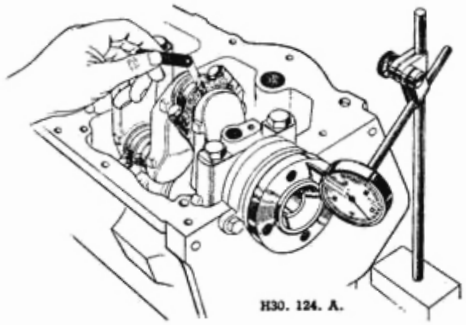

Fig. A.34.
(1) Drain the oil, remove the engine from the vehicle (see Section A.7) and place it upside down in a dismantling fixture.
(2) Remove the sump and oil strainer (see Section A.3).
(3) Remove the timing chain (see Section A.27).
(4) Remove the engine front mounting plate (see Section A.28).
(5) Remove the flywheel and engine rear plate (see Section A.29).
(6) Check the crankshaft end float to determine whether the renewal of the thrust washers is necessary, Fig. A.34.
(7) Remove the connecting rod bearing caps and shells, keeping the shells with their respective caps for correct replacement, and remove the connecting rods and pistons. Remove the sparking plugs from the cylinder head to facilitate the turning of the crankshaft.
(8) Withdraw the main bearing caps complete with the bearing bottom half shells. Caps and both bearing half shells should be kept together. Remove the screwed plug from the rear bearing cap oil return pipe and withdraw the pipe. Note that each main bearing cap is stamped with a number, which is also stamped on the web of the crankcase near the bearing cap. The bottom halves of the two thrust washers will be removed with the centre bearing cap.
(9) Remove the crankshaft, the two remaining halves of the thrust washers and the top half shells of the main bearings from the crankcase.
(10) Inspect the crankshaft main journals and crankpins for scoring and ovality. If necessary the crankshaft may be re-ground to the minimum limits shown under **'GENERAL DATA'**. Main bearings for re-ground crankshafts are available in sizes shown under **'GENERAL DATA'**.
(11) Clean the crankshaft thoroughly, ensuring that the connecting oilways between the journals and crankpins are perfectly clear. They can be